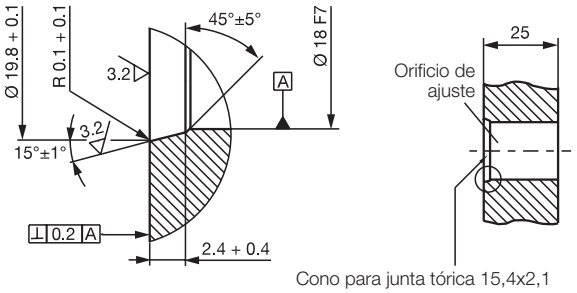

Fig. 4-4: Orificio de ajuste para el montaje del BTL con junta tórica
Orificio de ajuste: la superficie de contacto del BTL debe coincidir completamente con la superficie de alojamiento. La junta tórica adecuada debe hermetizar perfectamente el orificio, por lo que el avellanado para la junta tórica debe efectuarse teniendo en cuenta Fig. 4-4.
El agujero roscado debe tener una profundidad mínima de 25 mm (véase Fig. 4-4).
- ► La superficie de contacto del BTL debe coincidir completamente con la superficie de alojamiento. La junta tórica adecuada debe hermetizar perfectamente el orificio, por lo que el avellanado para la junta tórica debe efectuarse teniendo en cuenta Fig. 4-4.